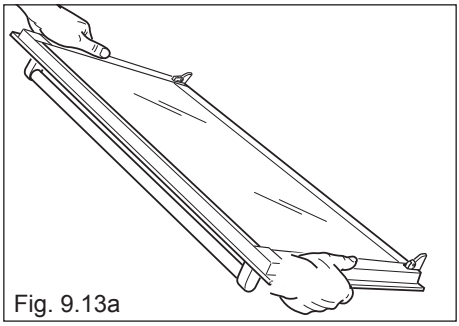

Fig. 9.13a
1. Hold the door firmly (fig. 9.13a).